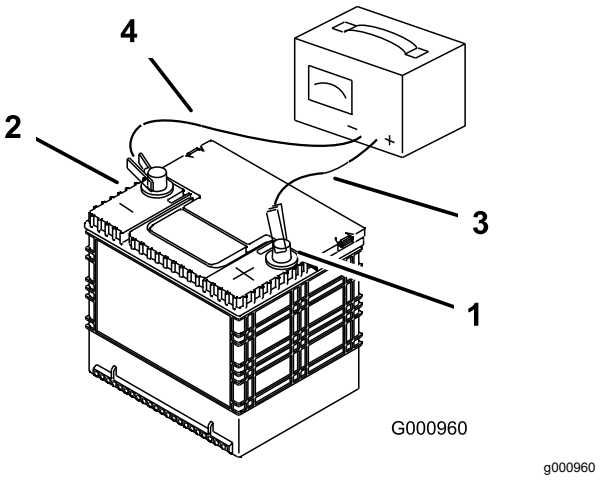

Figur 69
3. När batteriet är fulladdat ska laddaren kopplas bort från eluttaget först, och sedan ska laddningskablarna lossas från batteripolerna (Figur 69).